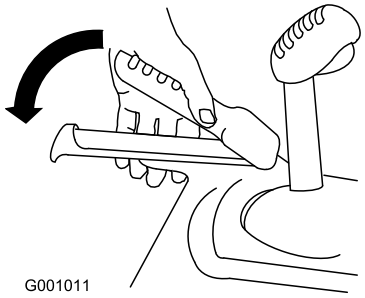

Рисунок 20
3. Прижмите левый рычаг (тяги) к рукоятке (Рисунок 20).
6. Прижмите левый рычаг (тяги) к рукоятке (Рисунок 20).